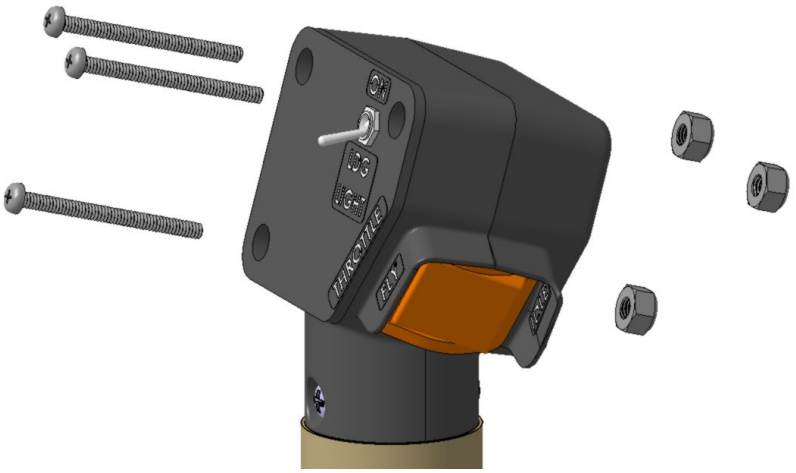

Figure 13 – Cover of the grip
1. Refer to Figure 13. Remove the three screws and the three nuts from the cover of the grip.